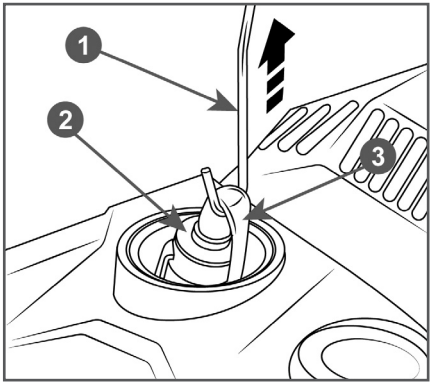

Рис. 21 Обслуживание топливного фильтра
3. Зацепите крючком 2 топливный шланг 3 с фильтром 1 и вытяните через заливную горловину (Рис. 21).